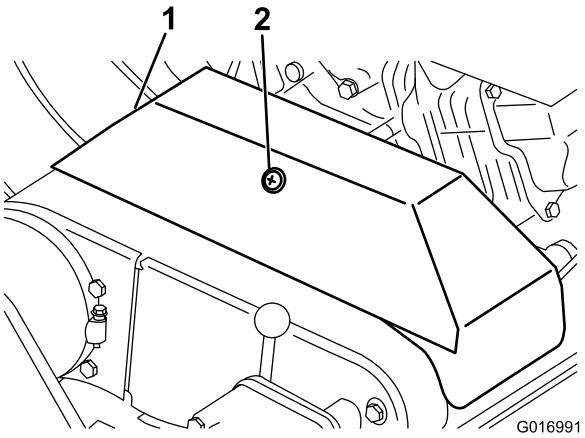

Rysunek 40
2. Poluzuj element ustalający mocujący pokrywę paska klinowego i otwórz pokrywę poprzez jej obrócenie (Rysunek 40).